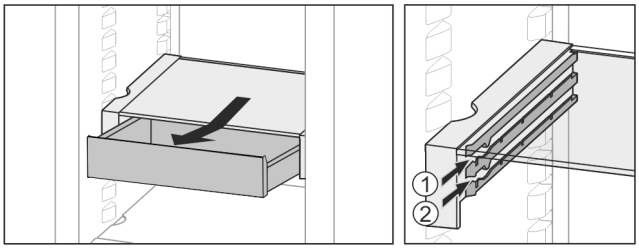

*Fig. 26*
▶ Slide in at any height *Fig. 26 (1)* or *Fig. 26 (2)*.